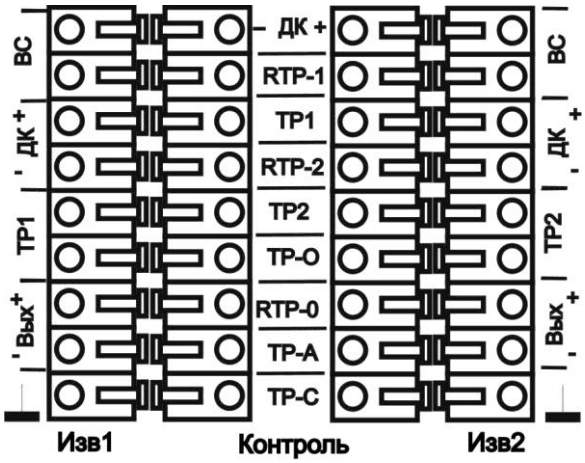

Рис. 10.19
10.4.5 В соответствии с маркировкой, указанной на рис. 10.19 произвести подключение проводников кабеля к зажимам «Контроль» БП.